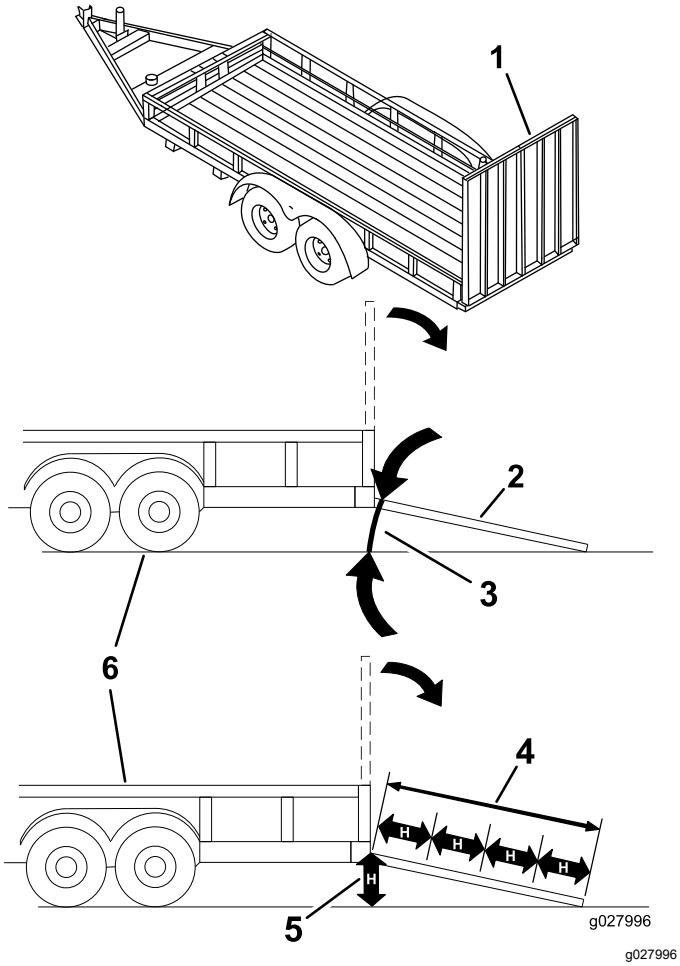

Figur 41
Pålæsning af en maskine på en anhænger eller lastbil øger risikoen for at vippe og kan forårsage alvorlig personskade eller død (Figur 41).
3. Sænk rampen, og sørg for, at vinklen mellem rampen og jorden ikke overstiger 15 grader (Figur 41).
1. Sænk rampen, og sørg for, at vinklen mellem rampen og jorden ikke overstiger 15 grader (Figur 41).